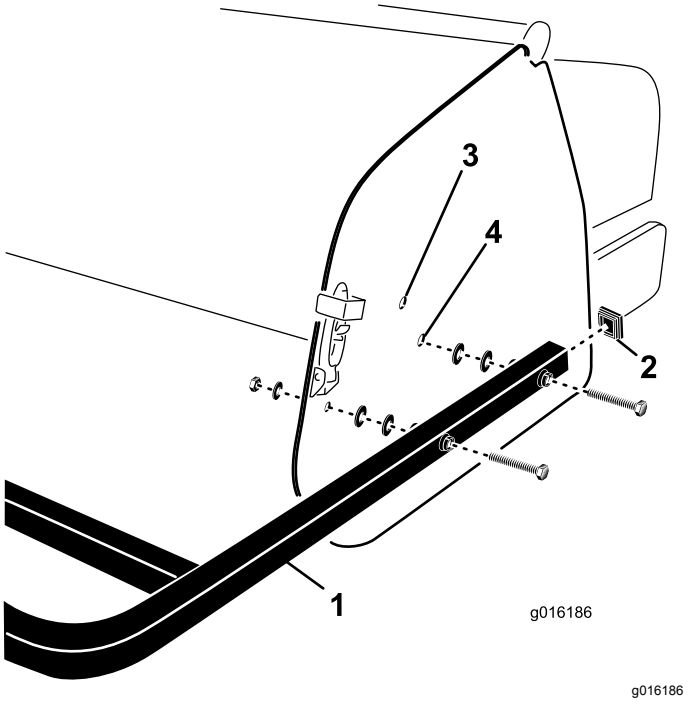

Figur 32
1. Indfør endedækslet i enderne på den bageste afskærmnings rør (Figur 32).
2. Ret hullerne i den bageste afskærmnings monteringsrør ind med hullerne i dybdelufterens sideplader (Figur 32).
3. Fastgør afskærmningens monteringsrør på sidepladerne med 4 skruer, flade spændeskiver og møtrikker (Figur 32).